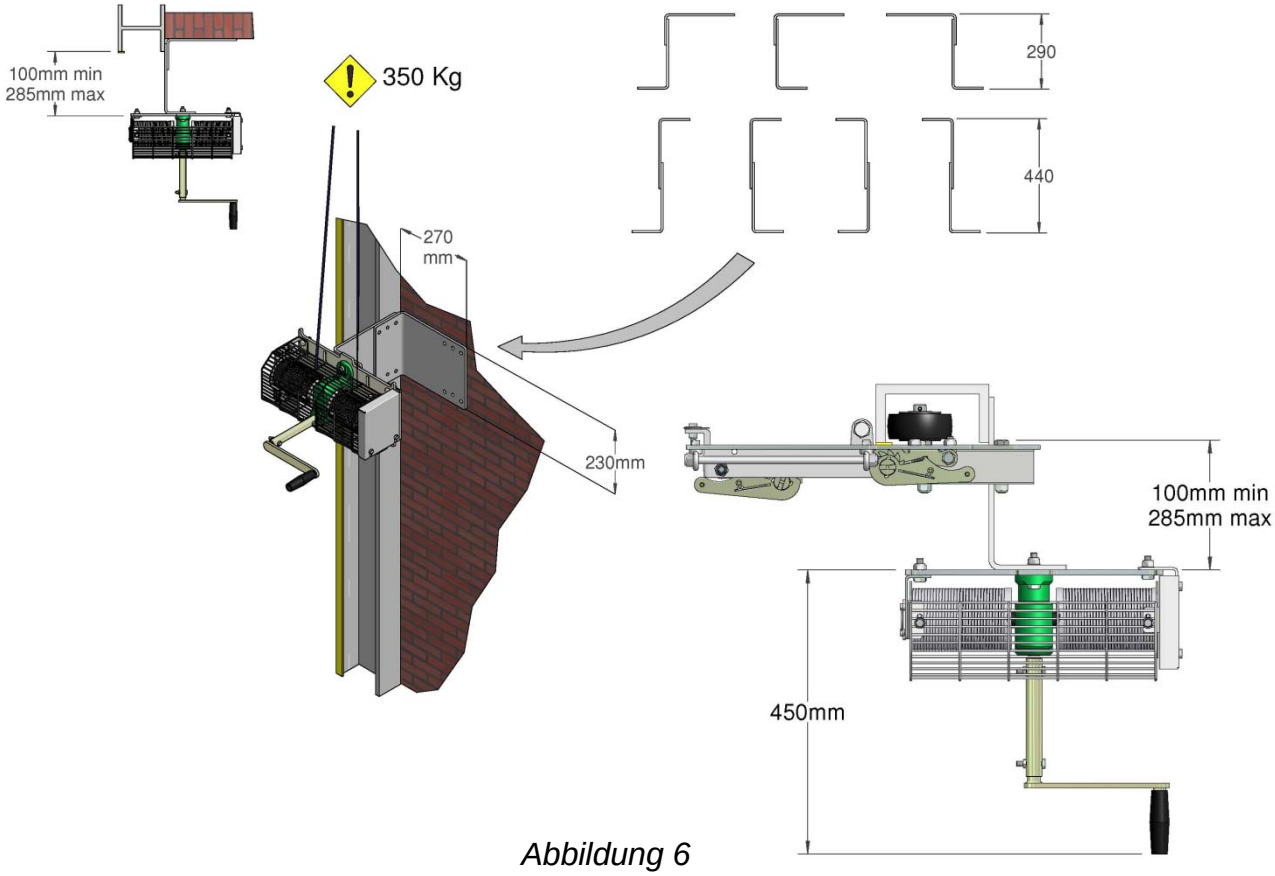

Abbildung 6
2.3 Abbildung 6 zeigt die verschiedenen Montagemöglichkeiten für den manuellen Antrieb (B1), bei denen jeweils die langen und die kurzen Seiten der beiden mitgelieferten Montageplatten (D1) verwendet werden. Im Lieferumfang sind vier M10 x 30 Schrauben enthalten, um die beiden Platten miteinander zu verschrauben, sowie vier M10 x 50 Schrauben für die Befestigung der Montageplatten an einer Metalloberfläche mit einer Dicke von bis zu 25 mm (d. h. Platte, U-Profil, Doppel-T-Träger usw.). Bei Verankerung in Holz oder Beton muss der Kunde eigene Befestigungsmittel zur Verfügung stellen. Vergewissern Sie sich, dass die Montageoberfläche für das maximale Gewicht des Systems von 350 kg geeignet ist.